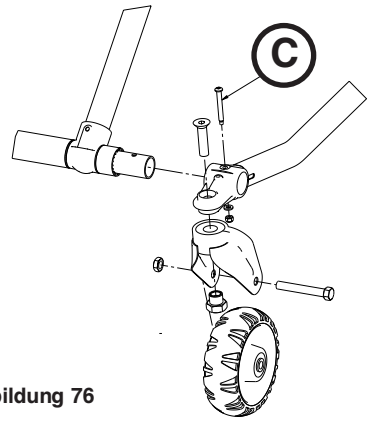
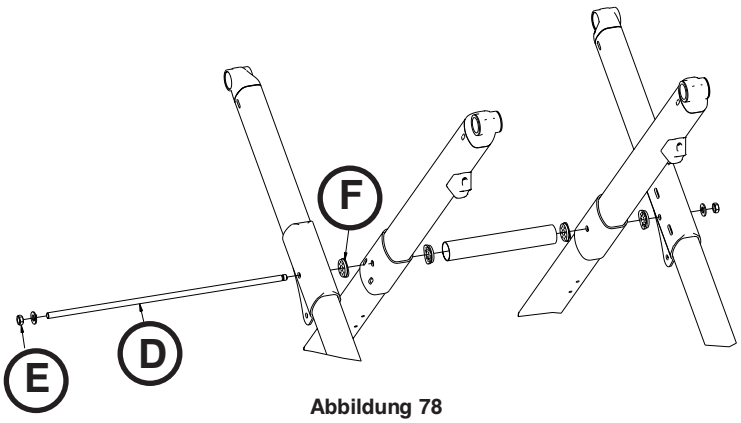

Abbildung 76
Abbildung 78
4. Mit einem 3/8-Zoll- und 7/16-Zoll-Kombischlüssel alle vier (4) Befestigungsschrauben der Laufrolle (C) herausnehmen, mit denen die äußere Hubrohr-Baugruppe an den Grundgestellrohren am Fuß befestigt ist (siehe Abbildung 76).
5. Mit zwei (2) 9/16-Zoll-Kombischlüsseln und einem rückschlagfreien Hammer die Verbindungsstange des Grundgestells (D) und die Sechskant-Kontermutter mit Zentralverschluss (E) abnehmen.
Hinweis: Herausfallende Lager (F) aufbewahren. (Abbildung 78).